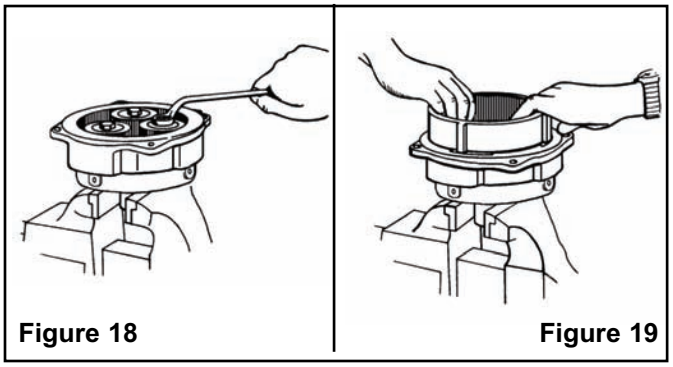

Figure 18 Figure 19
4. Clamp gear casing in vise, gripping on the driver hub (See Figure 18). Remove driver gear capscrews using 3/4" box end wrench. Remove washers, front thrustwashers, driver gears, inner races and back thrust washers.
5. Clamp the PTO end of the driver hub in a vise, as in Figure 18. Position the large fixed gear into the gear case, aligning lugs of gear into slots so that cushion bumpers insert. Replace if damaged.